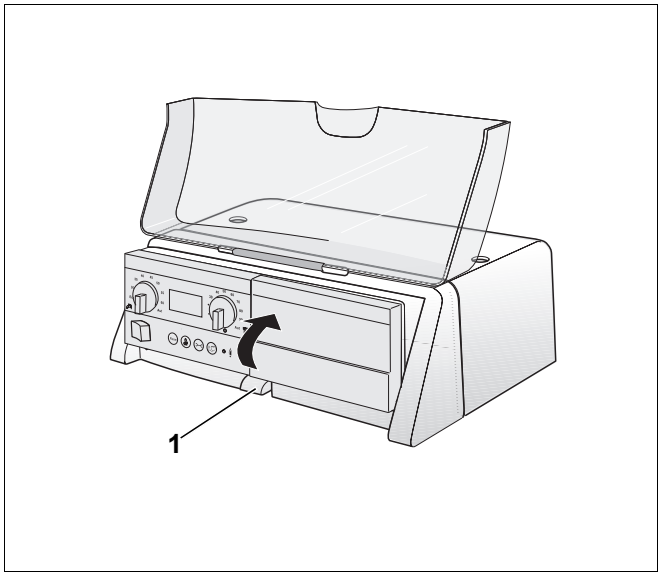

Afb. 11 Houder voor de basiscontroller draaien
- Druk de middenste haakjes (afb. 11, **pos. 1**) aan de houder voor de basiscontroller naar onder.